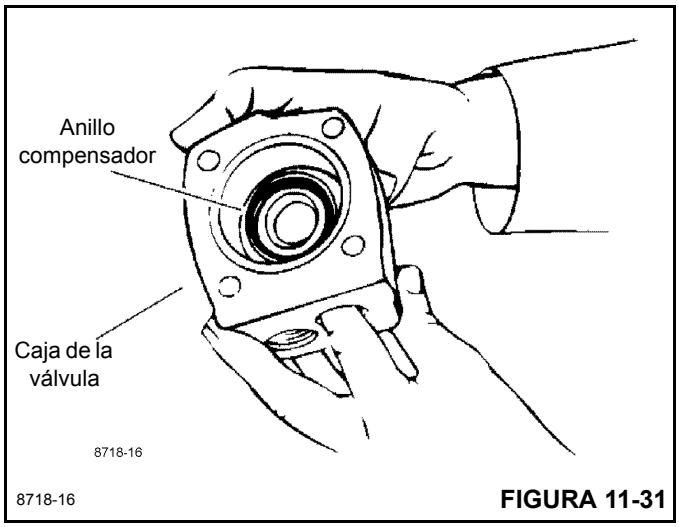
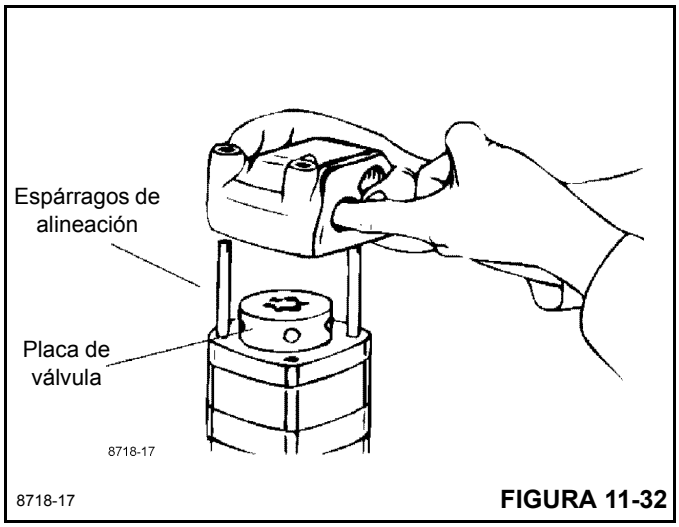

FIGURA 11-31
FIGURA 11-32
19. Inserte su dedo a través de la lumbrera de la caja de válvula. Aplique presión al lado del anillo compensador, como se ilustra en la Figura 11-31. Mantenga el anillo en posición hasta que la caja de válvula quede contra la placa de válvula (consulte la Figura 11-32).